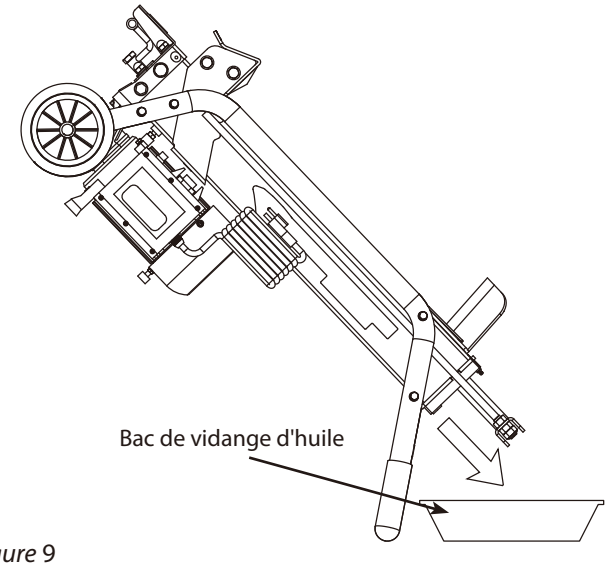

Figure 9
3. Retournez la fendeuse de bûches du côté du pied d'appui à l'aide d'un réservoir d'un gallon ou d'une capacité supérieure pour vidanger l'huile hydraulique. **(VOIR FIGURE 9)**